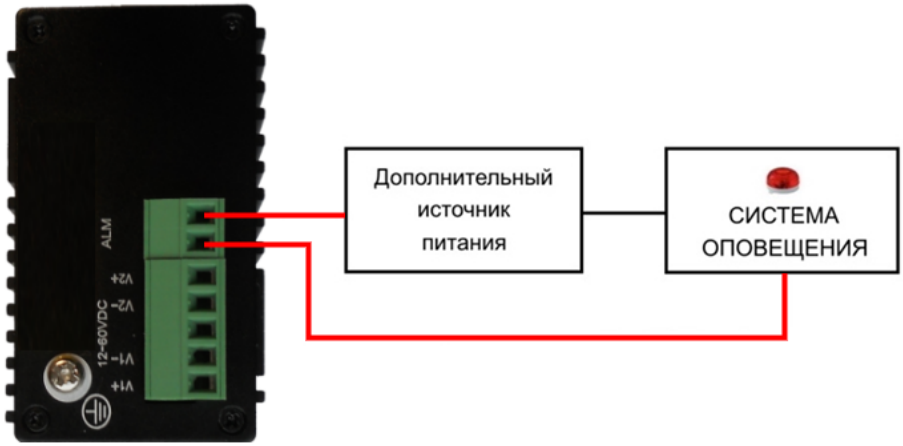

Рис.6 Схема подключения системы оповещения к коммутатору SW-5F-I
- Коммутатор SW-5F-I имеет релейный выход типа сухой контакт (NO) для включения системы тревожного оповещения. Релейный выход поддерживает управление исполнительными устройствами (сирена, светодиодное табло и т.д.) мощностью не более 24 Вт. Напряжение источника питания, подключенного к релейному выходу, не должно превышать 24 В постоянного тока. Ток, проходящий через реле, не должен превышать 1 А (Рис.6).